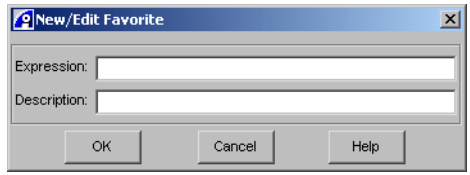

Figure 6-16 New/Edit Favorite dialog box
1. Click **New** to display the New/Edit Favorite dialog box shown in Figure 6-16.